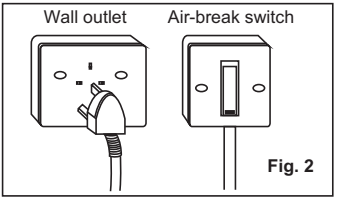

Fig. 2
2. For your safety and protection, this unit is earthed through the power cord (see Fig.2) Please contact the manufacturer or its service agent or a similar qualified person if you want to replace it.